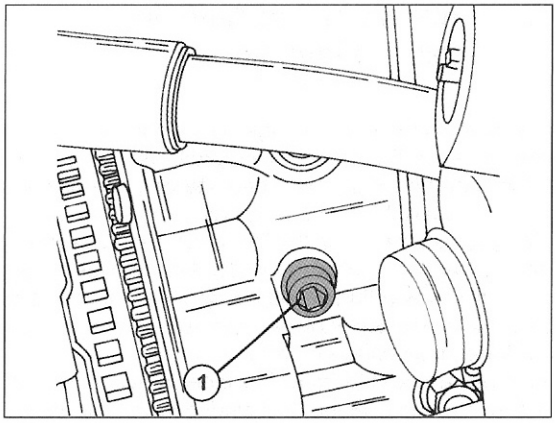

Bild 154
- Den Stopfen am Zylinderblock herausdrehen (in der Nähe des Schwungrades, siehe Bild 154), um das im Motor befindliche Kühlmittel abzulassen (eventuell mit Innenvierkant/Sechskantschlüssel).